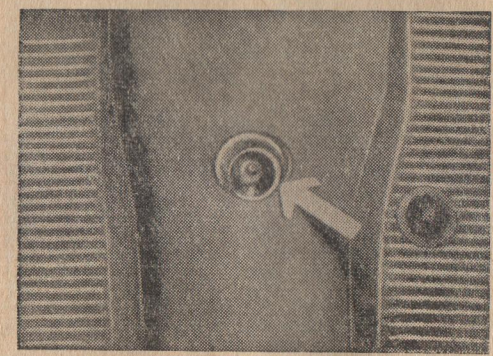

Рис. 79. Пресс-масленка шлицевого соединения карданного вала (резиновая пробка из отверстия кожуха коробки вынута).
9) шлицевое соединение карданного вала (рис. 79); одна пресс-масленка. Смазка производится изнутри кузова автомобиля. Для этой цели в полу, впереди переднего сидения имеется отверстие, закрытое резиновой пробкой. Перед смазкой пробка предварительно удаляется при помощи отвертки. Чтобы масленка расположилась вертикально и была видна в отверстии, необходимо повернуть карданный вал на некоторый угол. Для этого